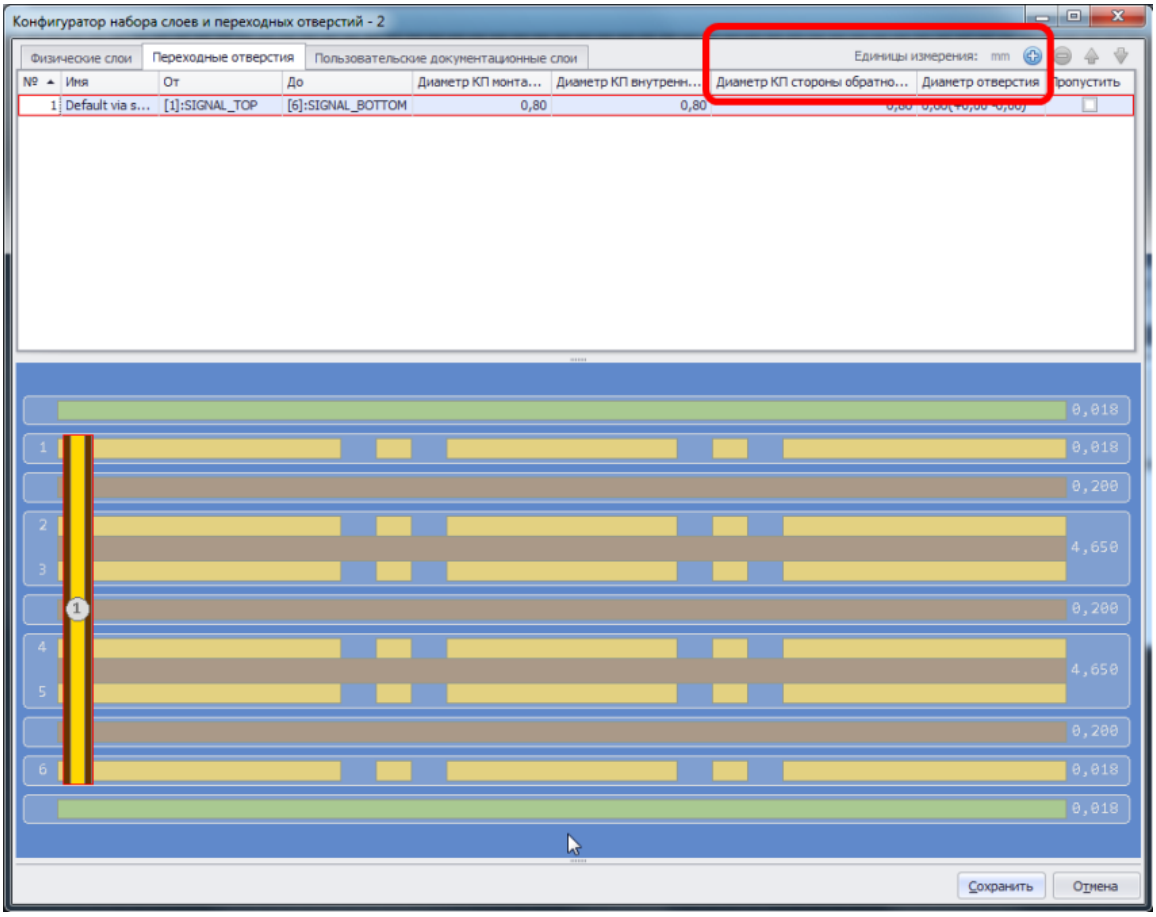

Рис. 671. Добавление переходного отверстия
2. Нажать на кнопку добавления переходного отверстия , которая расположена в верхней правой части окна редактора, см. Рис. 671.